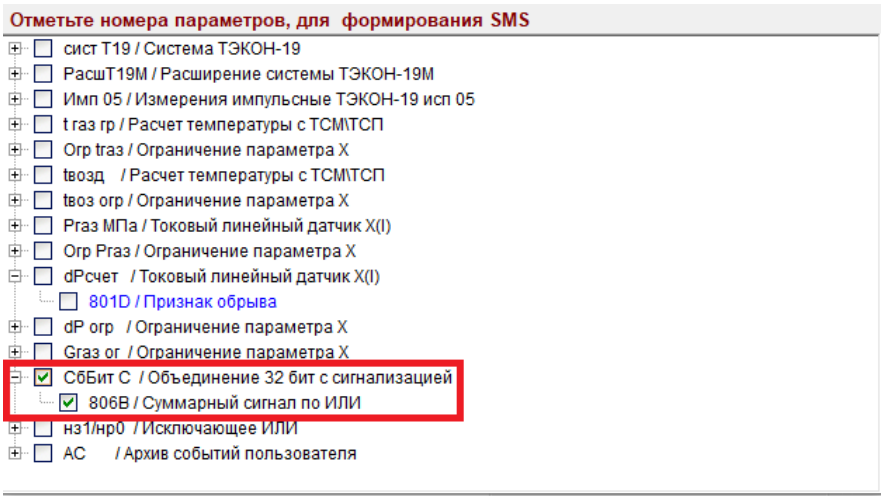

Рисунок 20 – Автоматическое добавление аварийных сигналов
4. В списке битовых параметров (см. рисунок 20) отметить флажком «✓» номера параметров, которые необходимо назначить для формирования SMS об авариях. Ранее назначенные параметры отображаются синим цветом. Навигация по уровням списка осуществляется с помощью кнопок «**+**» и «**–**».